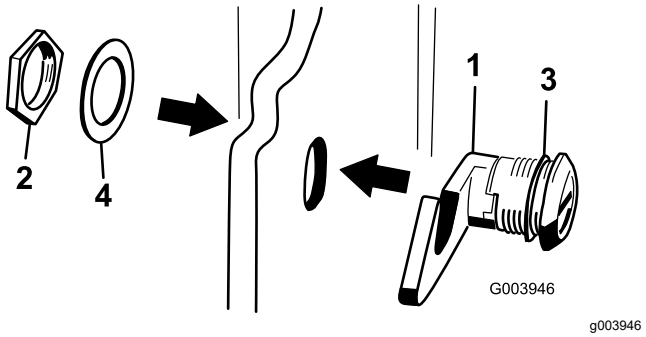

Rysunek 17
3. Odkręć nakrętkę z zestawu zatrzasku maski (Rysunek 17).